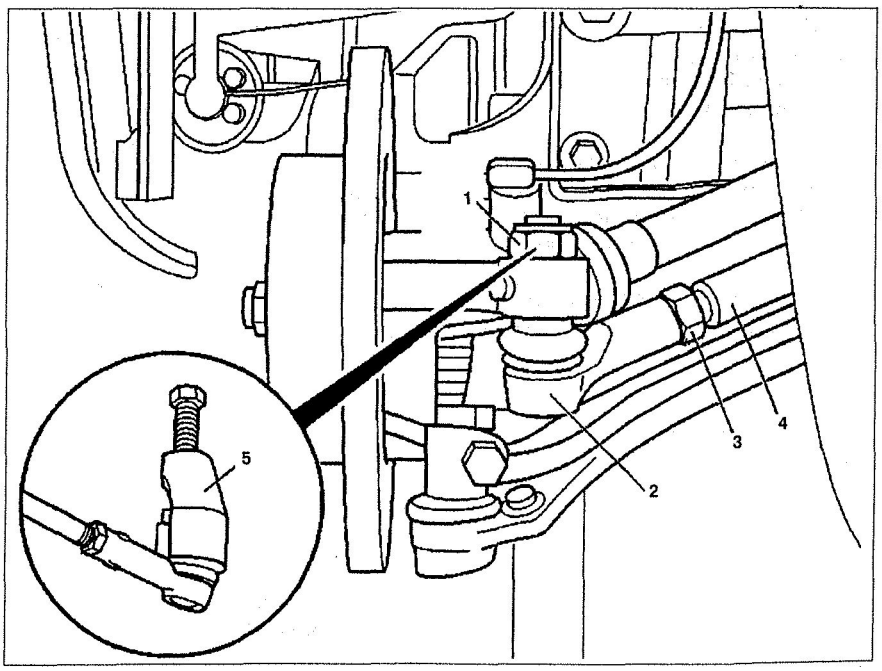

Рис. 8.9. Шаровая опора:
3. Открутите гайки **1** (см.рис.8.9).